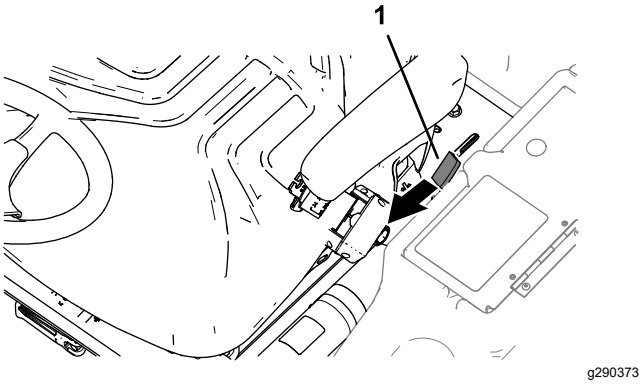

Figur 42
1. Flytt plattformlåsehåndtaket (Figur 42) mot fronten av maskinen til låsen går klar av låsestangen.